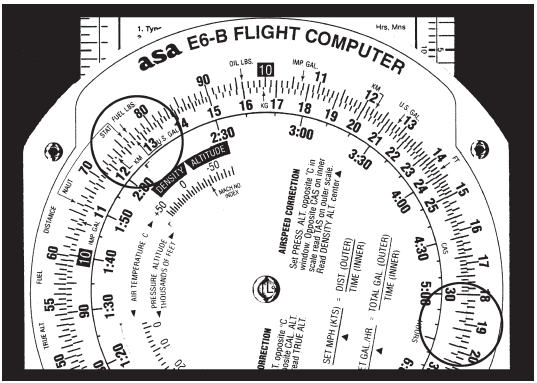

Figure 11
2. Read 192 pounds on the outer scale opposite of 32 gallons on the middle scale. *See* Figure 11.